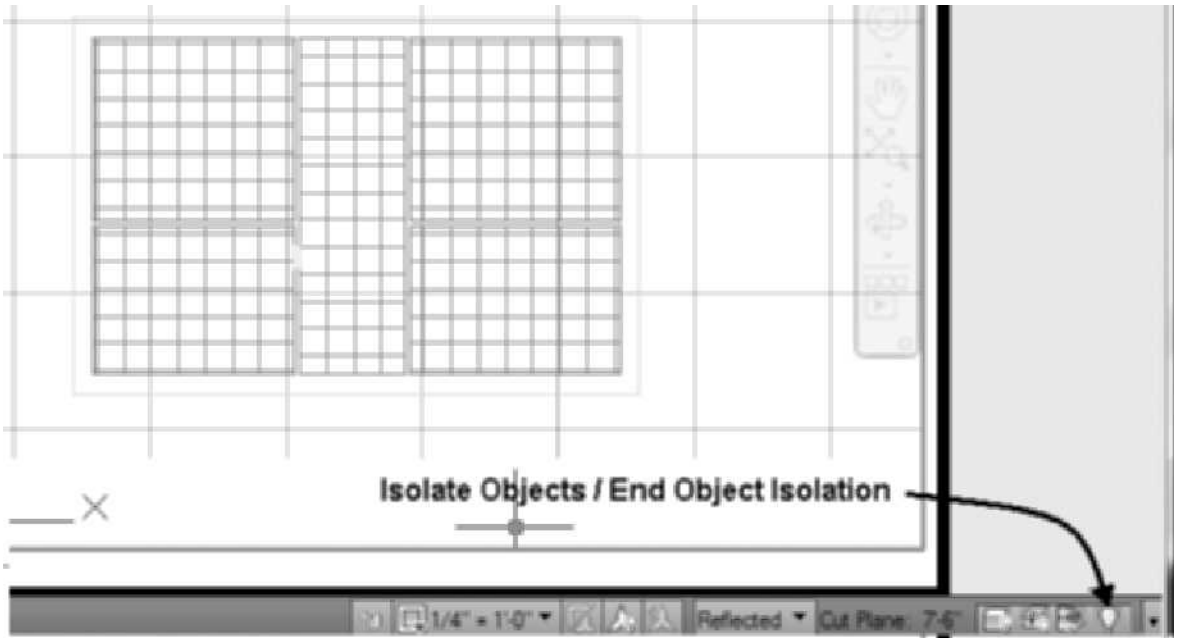

FIGURE 1.58 *Reflected display configuration of Work layout tab*
12. To end the isolation state, choose **End Object Isolation** from the Drawing Window status bar as shown in Figure 1.58.
13. To view the building with the Reflected display configuration, verify that the right viewport is current. Choose the **Reflected** display configuration from the **Display Configuration** flyout menu of the Drawing Window status bar. The viewport should display the ceiling grid as shown in Figure 1.58.